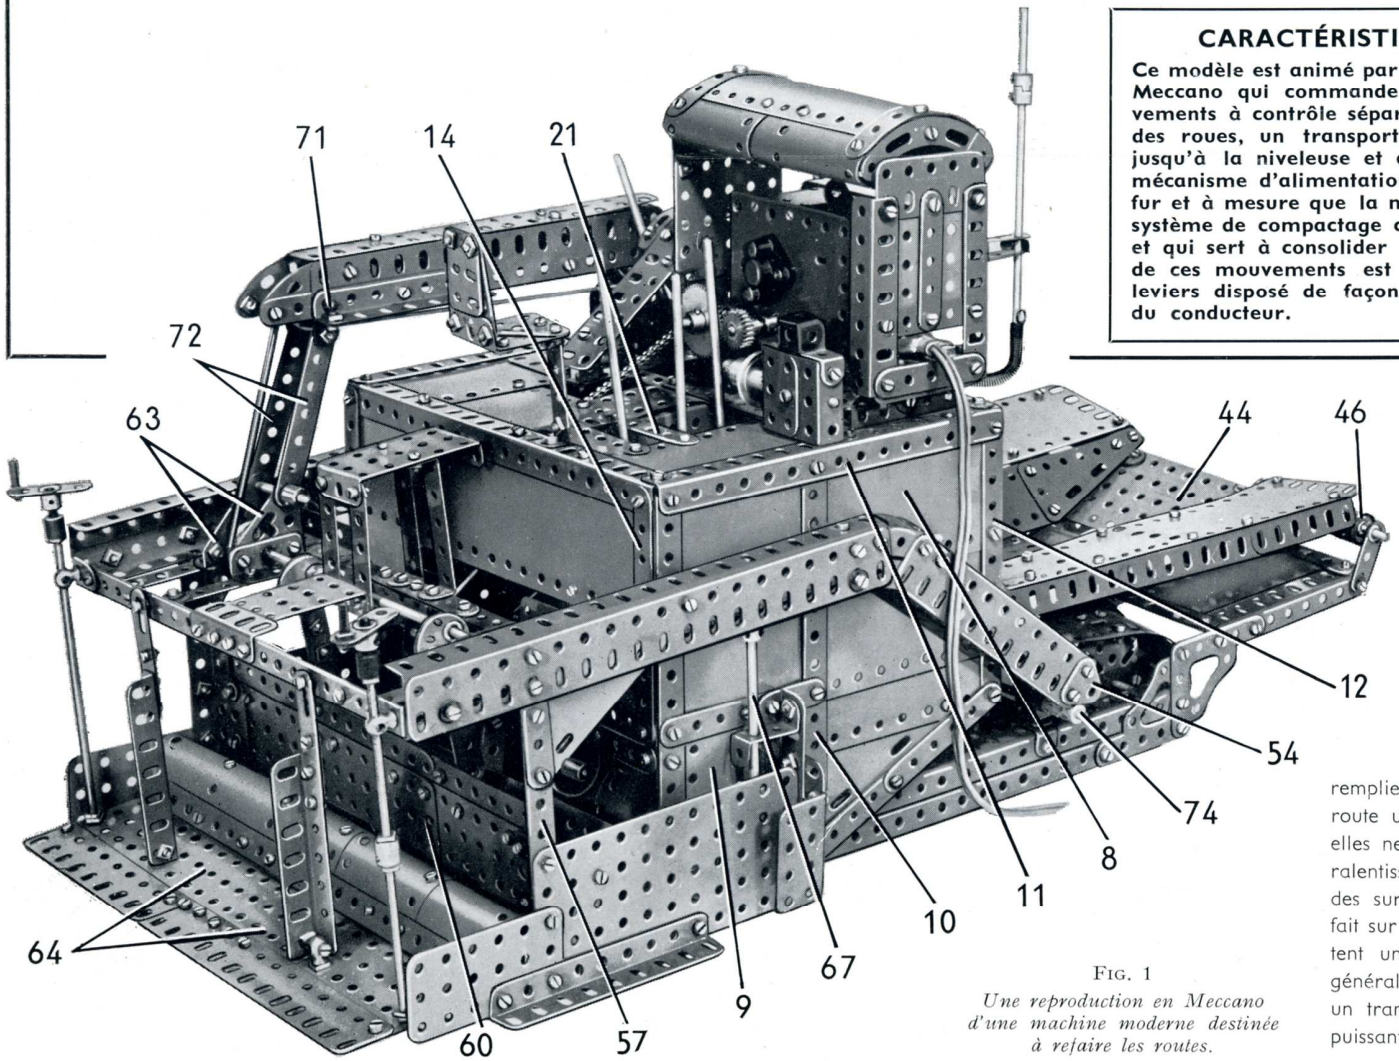
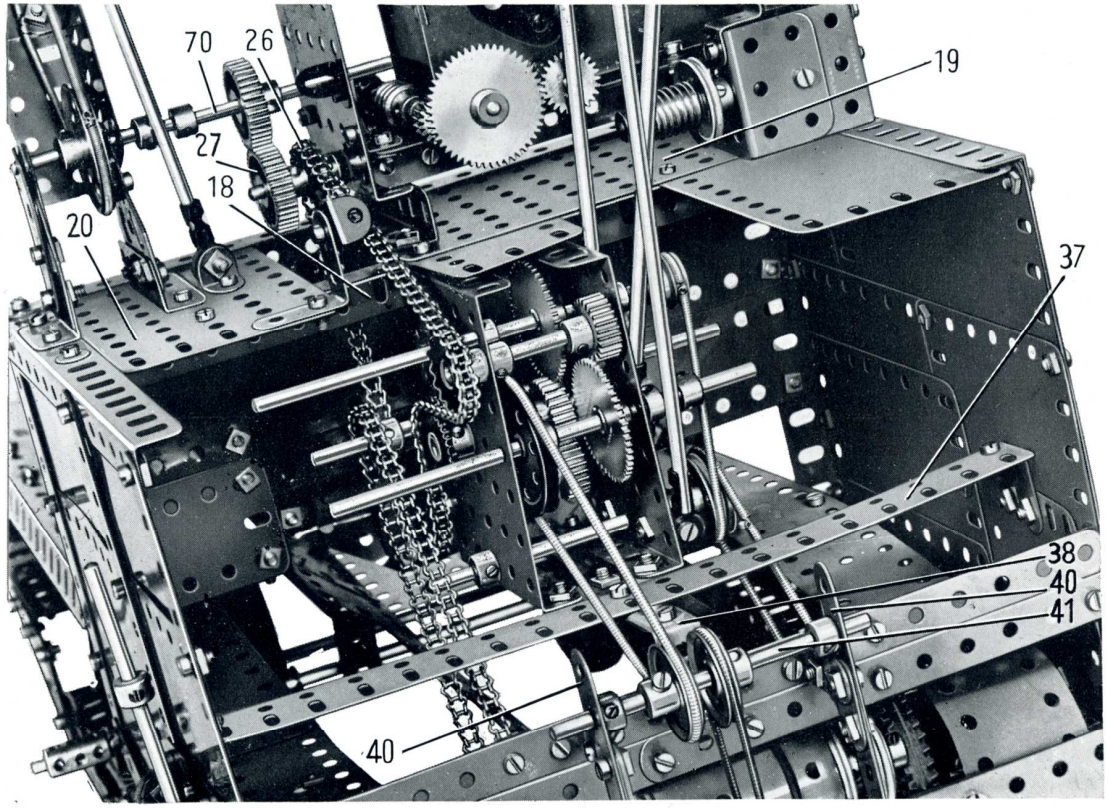

FIG. 1
FIG. 4. *Vue de détail montrant les transmissions du moteur et de la boîte de vitesses.*
Montage du capot du mécanisme (Fig. 1, 3, 4 et 7)
Chaque côté du capot est constitué par deux plaques flexibles de 11,5×6 cm., deux de 9×6 cm., une de 14×6 cm. (8), une de 6×6 cm. (9) et une plaque flexible triangulaire de 9×5 cm. Ces pièces sont disposées comme le montrent les fig. 1 et 3, et sont renforcées par la bande (1), une bande de 15 trous (10), deux bandes de 7 trous horizontales, une cornière de 15 trous (11), une cornière de 11 trous (12) et une bande faite d'une bande de 6 trous et d'une de 5 trous.
plate de 19 trous, et elle est prolongée vers le bas de chaque côté par une plaque flexible de 6×4 cm. renforcée par une cornière de 4 trous (13). L'arrière du capot (fig. 1) est constitué par une plaque-bande de 19 trous boulonnée sur une cornière de 19 trous fixée entre les cornières (11) des côtés. La plaque-bande est prolongée vers le bas, de chaque côté, par une plaque flexible de 6×6 cm., et ces pièces sont bordées par des bandes de 9 trous (14). Les bords inférieurs des plaques flexibles de 6×6 cm. sont renforcés par une bande de 19 trous (15) (fig. 10), qui est réunie aux bandes (1) par des équerres. Une bande (16) faite de deux bandes de 11 trous, est également fixée sur les bandes (1) par des équerres, et une poutrelle plate (17), faite d'une poutrelle plate de 11 trous et de deux de 6 trous, est tenue par des équerres de 26×12 mm. boulonnées sur les bandes (1).
Une cornière de 19 trous (18) (fig. 4) est boulonnée en travers du dessus du capot et elle reçoit une plaque sans rebord de 14×9 cm. (19) et une de 11,5×6 cm. (20). Le dessus du capot se termine grâce à deux plaques flexibles de 11,5×6 cm., une de 9×6 cm. et deux de 6×4 cm., comme le montre la fig. 7. Une bande de 11 trous (21) (fig. 1) est boulonnée sur le dessus du capot.
Un moteur électrique universel est boulonné par ses rebords sur deux cornières de 11 trous qui sont réunies à leurs extrémités par des cornières de 5 trous (22). Une plaque à rebords de 9×6 cm. est fixée sur l'une des cornières (22) et elle est prolongée vers le haut par une poutrelle plate de 5 trous. Deux cornières de 7 trous placées verticalement sont fixées sur l'autre cornière (22) et sur ces pièces sont boulonnées une plaque sans rebord de 6×6 cm. et des bandes de 5 trous qui figurent le radiateur (fig. 1). La plaque sans rebord est également prolongée vers le haut par une poutrelle plate de 5 trous. Le capot du moteur est formé par une plaque flexible de 14×6 cm., munie de chaque côté de 3 plaques cintrées en U, dont les bords inférieurs sont réunis par des bandes de 11 trous. Deux bandes de 7 trous préalablement cintrées sont boulonnées sur les plaques comme le montre la figure et une bande incurvée épaulée de 7,5 cm. est fixée à chaque extrémité par une équerre. Le capot est boulonné à une extrémité sur le rebord supérieur de la plaque à rebords de 9×6 cm. A l'autre extrémité une bande de 3 trous est boulonnée entre les angles des plaques en U et elle est réunie au radiateur par une équerre.
Un pignon de 15 dents monté sur l'arbre du moteur entraîne une roue de 60 dents fixée sur une tringle de 9 cm. (24) (fig. 4 et 6). Cette tringle passe dans les flasques du moteur et elle est tenue en place par des bagues d'arrêt. Un pignon de 25 dents est fixé sur la tringle à l'opposé de la roue de 60 dents. Ce pignon entraîne une roue de 50 dents montée sur une tringle de 9 cm. (25), qui passe également dans les flasques du moteur et est tenue en place par des bagues d'arrêt. Un pignon de 19 dents monté sur la tringle (25) entraîne un pignon identique monté sur une tringle de 7,5 cm. qui passe dans des supports plats et dans des équerres renversées de 12 mm. boulonnées sur les cornières de 11 trous qui tiennent le moteur. Une vis sans fin est fixée au centre de la tringle de 7,5 cm. Une tringle de 16,5 cm. qui passe dans les
embases triangulées coudées boulonnées sur les cornières (22) porte un pignon de 19 dents qui est en contact permanent avec la vis sans fin. Le pignon est tenu écarté de l'une des embases triangulées coudées par des rondelles, et la tringle de 16,5 cm. porte une roue de chaîne de 14 dents (26) et une roue de 38 dents (27) (fig. 4 et 6). Il faut noter que les vis sans tête ordinaires des pignons et des bagues d'arrêt des tringles (24) et (25) sont enlevées et remplacées par des vis sans tête de 2 mm.
(Fig. 1, 2, 4, 8 et 9)
Les rebords supérieurs des plaques à rebords sont boulonnés sur la cornière (18) et sur la bande (21) (fig. 1). Une bande de 5 trous fixée à l'extrémité inférieure de la boîte de vitesses porte une poutrelle plate de 19 trous (37) (fig. 8 et 9) et une équerre de 25×25 mm. (38) (fig. 9). La poutrelle plate (37) est réunie aux côtés de la machine par des équerres de 26×12 mm. (fig. 4), et l'équerre (38) est boulonnée sur la bande (15) (fig. 10).
Une chaîne Galle passe autour des roues de chaîne (26) et (28) comme le montre la fig. 4. Cette chaîne est montée de telle façon que l'arbre principal central tourne dans un sens opposé aux deux arbres extérieurs. De la sorte, en faisant coulisser les arbres (30), (31) et (32) dans un sens, leurs roues de 50 dents viendront engrener avec les pignons (29) de la paire d'arbres principaux extérieurs pour déclencher l'entraînement. Quand les arbres (30), (31) et (32) sont déplacés dans le sens opposé, leurs roues dentées engrènent avec le pignon de l'arbre principal central, et ceci inverse la direction de marche.